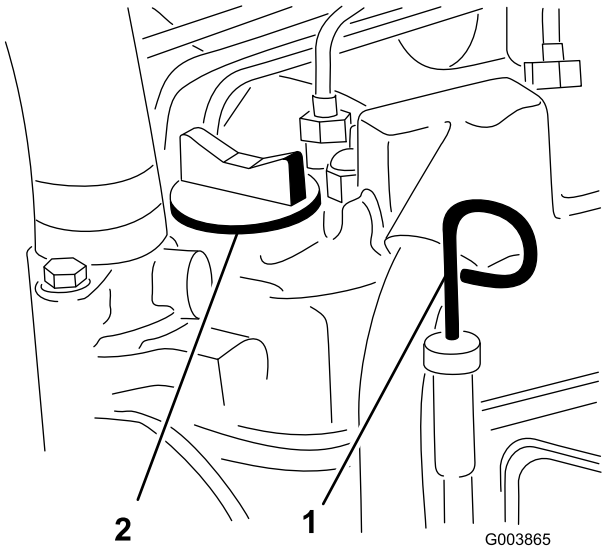
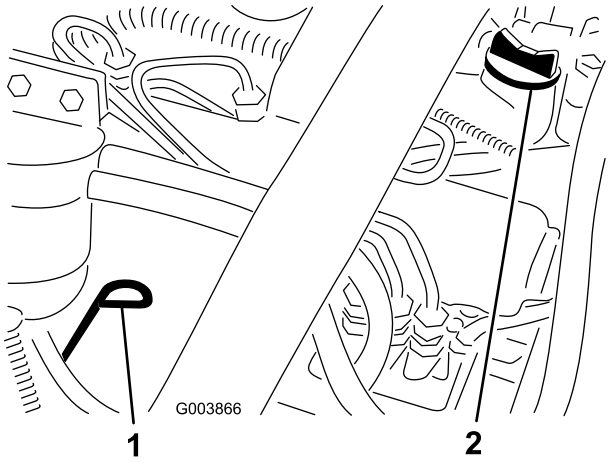

Figur 23
Figur 24
3. Ta ur oljestickan, torka av den och sätt tillbaka den igen (Reelmaster 5200: Figur 23, Reelmaster 5400: Figur 24).